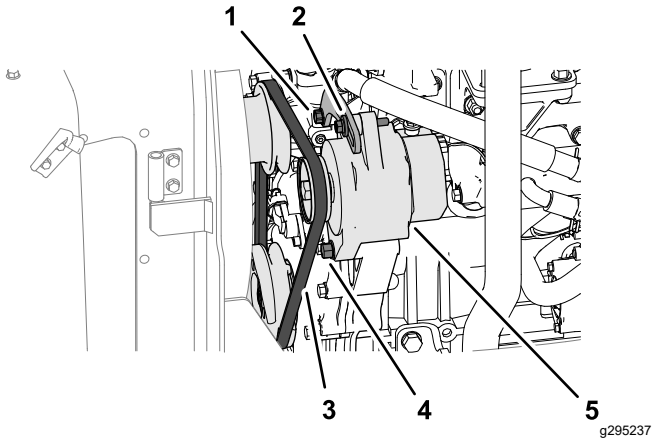

Figur 69
1. Påfør en belastning på 10 kgf på generatorremmen (Figur 69) midt imellem remskiverne.
- Hvis remmens afbøjning er mindre end 10 mm, skal du løsne generatorens drejebolt og strækbolt (Figur 69) og reducere remspændingen.
- Hvis remmens afbøjning er større end 10 mm, skal du løsne generatorens drejebolt og strækbolt (Figur 69) og øge remspændingen.
Bemærk: Løsn om nødvendigt spændingskonsolbolten (Figur 69).
3. Tilspænd boltene (Figur 69).